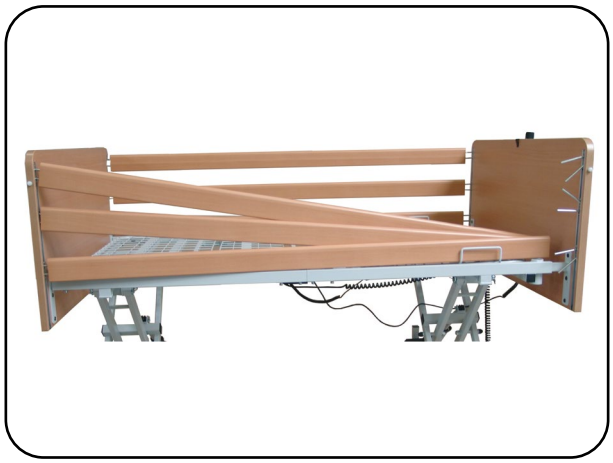
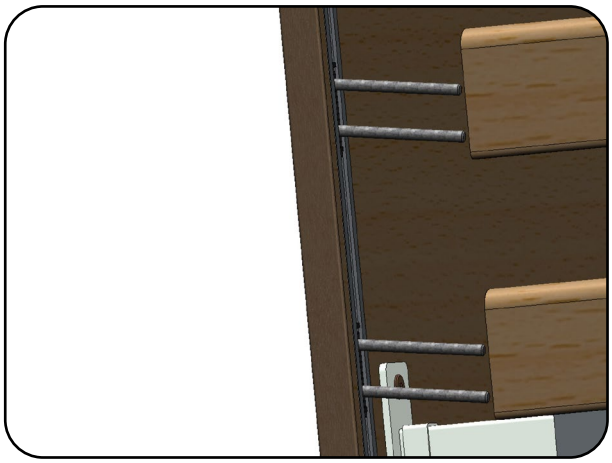

Abb. 6.1.09 – Seitengitterholme an Stirnteil
Abb. 6.1.10 – Führungsstifte der Seitengittergleiter
11. Schieben Sie die Seitengitterholme auf die Führungsstifte der Seitengittergleiter auf und legen Sie die Seitengitterholme auf die Liegefläche ab (Abb. 6.1.09 und Abb. 6.1.10).
12. Schieben Sie die zweite Spiegelpatte in die Längsrohre der verbleibenden freien Seite ein, allerdings nur so weit, dass die Spiegelplatte hängen bleibt (Abb. 6.1.10).